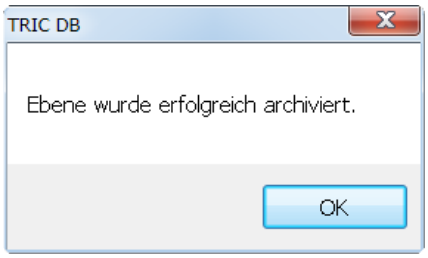

Bild 18.69 – Erfolgsmeldung der Ebenenarchivierung
- Klicken Sie nun auf *OK*, so startet die Archivierung, wobei ein Fortschrittsbalken angezeigt wird. Als Durchschnittswert sind etwa 30 Sekunden pro Automationsschema zu veranschlagen. Eine abschließende Meldung informiert Sie über den Erfolg der Archivierung. Bestätigen Sie (Abb. 18.69).